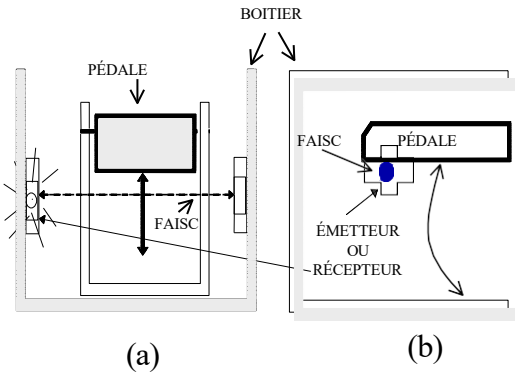

Figure 8 : Les capteurs doivent être positionnés de sorte que TOUT mouvement de la pédale interrompt le faisceau.
4. À l'intérieur du boîtier de l'interrupteur au pied (Figure 8), positionnez le capteur de transmission et le capteur de réception sur les côtés opposés de l'interrupteur au pied. Ne placez pas les capteurs sur les côtés de l'interrupteur au pied.